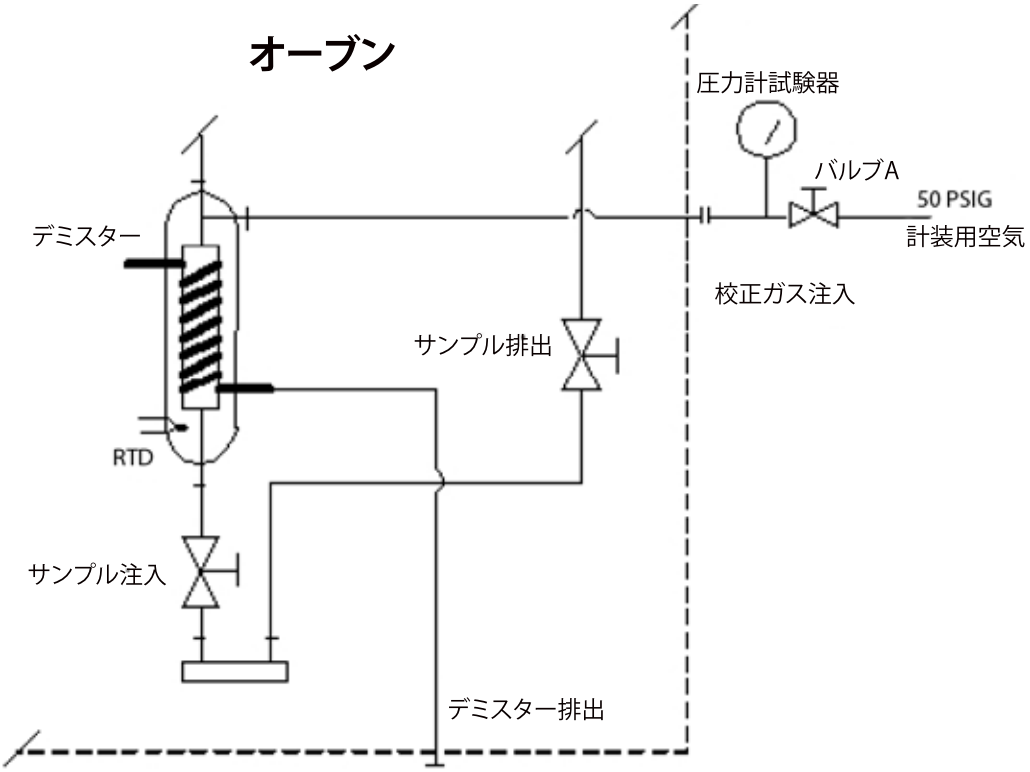

図9
4. 計装用空気を50 PSIGに設定し (図9)、安全遮断バルブ (**バルブA**) を開き、15秒以上、システムへの加圧を行います。「試験用の圧力計」に表示された圧力を記録し、**バルブA**を閉じて空気を閉じ込めます。